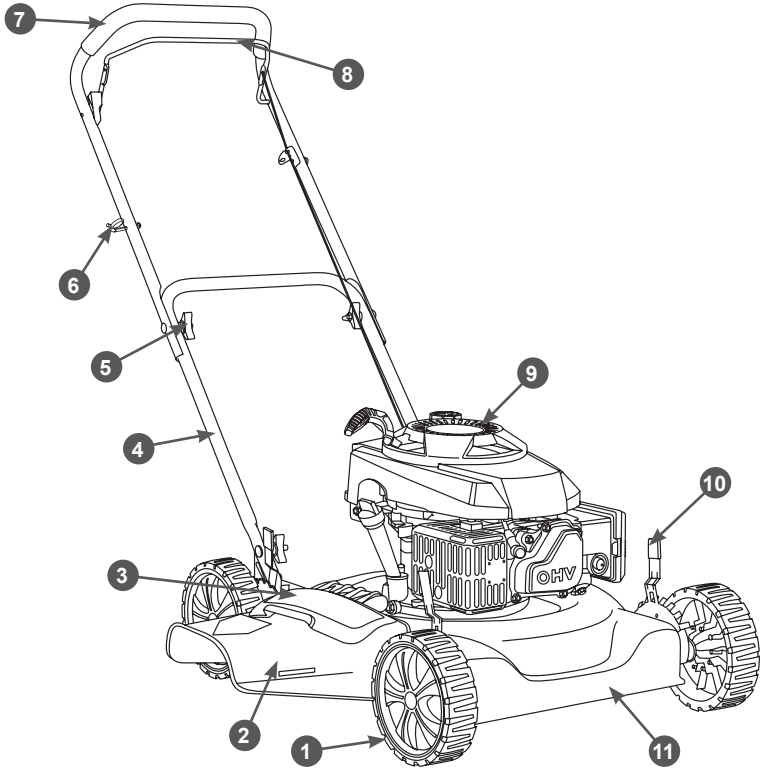
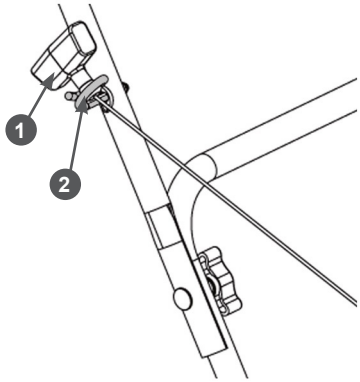

Рис. 1 Основные узлы и органы управления газонокосилки
Рис. 7 Крепление ручки стартера на рукоятке
Расположение основных узлов и органов управления показано на Рис. 1, 2.
7. Закрепите ручку стартера на кронштейне 6 (Рис. 1). Для этого нажмите рычаг 8 остановки двигателя (Рис. 1) и медленно потяните за ручку стартера, чтобы вытянуть шнур из корпуса стартера на требуемую длину. Затем пропустите шнур стартера через витки кронштейна и отпустите ручку стартера. Ручка стартера должна зафиксироваться на кронштейне, как показано на Рис. 7.